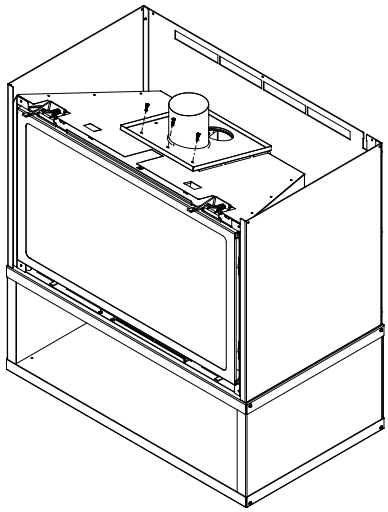

Figure 6.15
15. Inspect the slide plate gasket to make sure there are no tears in the gasket. Install the adapter weldment assembly to the top of the insert using the (3) #8 X 3/4” screws provided with the ADP-CK30 adapter kit. See Figure 6.15.